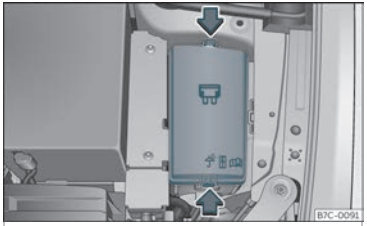

Fig. 46 No van motor:tapa da caixa de fusibles.
- Prema as pestanas de bloqueo para desbloquear a tapa da caixa de fusibles ››› **fig. 46**.